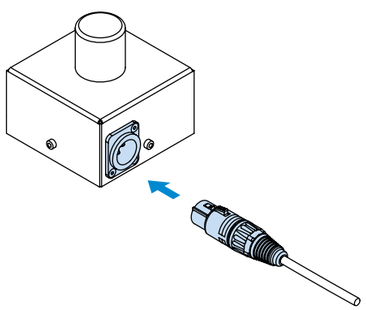

Рисунок 16.
10. Подключить кабель (2) к кнопке аварийной остановки (рисунок 16)